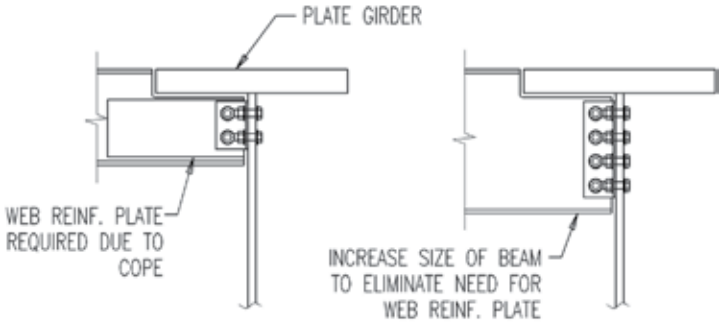

Figure 8: Increase beam depth to avoid reinforcing webs at connections.
31) **Increase beam depth to avoid web reinforcing.** Beams with large copes at connections should be increased in depth when required, to eliminate the need for web reinforcement or special connections. (*Figure 8*)